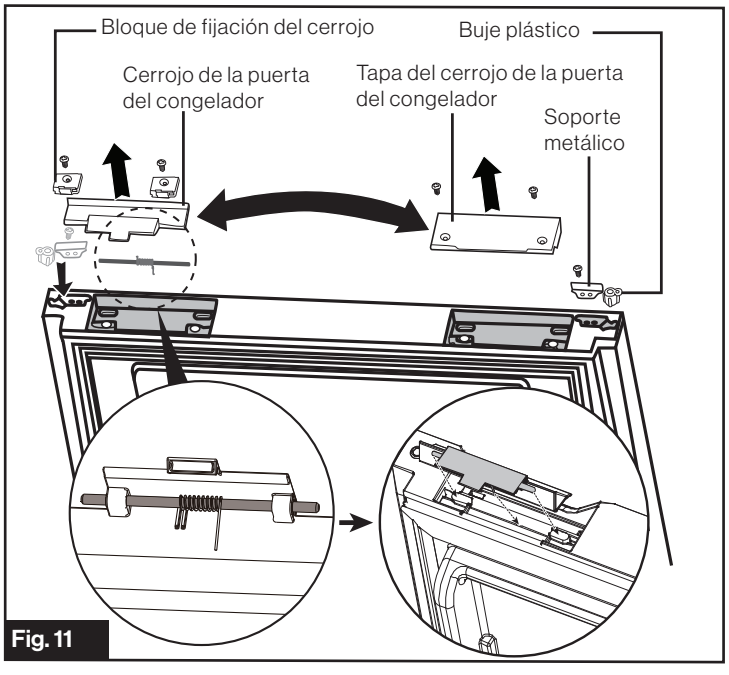

Fig. 11
3. Invierta las partes de la tapa del cerrojo de la puerta del congelador, el soporte metálico, el buje plástico, el cerrojo de la puerta del congelador y el bloque de fijación del cerrojo al lado opuesto respectivamente. (Fig. 11)